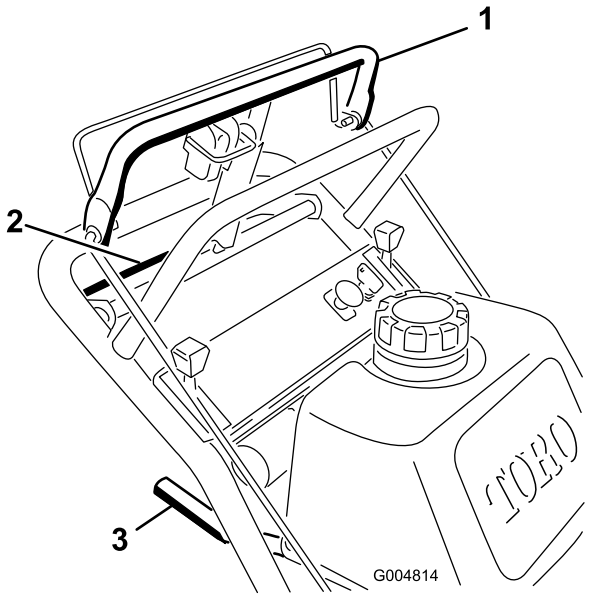
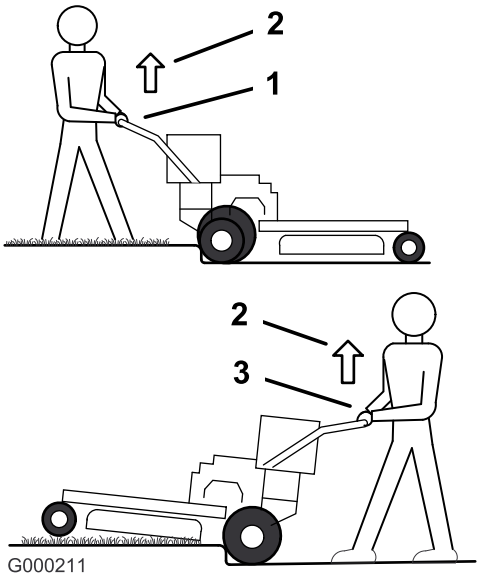

Figura 10
Figura 11
1. Para ir hacia adelante, mueva la palanca de cambio a una marcha hacia adelante (Figura 10).
3. Presione lentamente la barra de control superior para ir hacia adelante (Figura 10).
Para ir en línea recta, aplique la misma presión a ambos extremos de la barra de control superior (Figura 10).
Para girar, libere la barra de control superior en el sentido en que desea girar (Figura 10).
3. Apriete lentamente la barra de control inferior y el manillar para ir hacia atrás (Figura 10).
3. Haga avanzar la máquina hasta que las ruedas giratorias toquen el bordillo (Figura 11).
4. Levante la parte delantera de la máquina empujando hacia abajo en el manillar (Figura 11).
5. Haga avanzar la máquina hasta que las ruedas de tracción toquen el bordillo (Figura 11).
6. Baje la parte delantera de la máquina (Figura 11).
7. Al mismo tiempo, engrane la barra de control inferior y levante el manillar para pasar el bordillo (Figura 10 y Figura 11).
3. Haga retroceder la máquina hasta que las ruedas de tracción toquen el bordillo (Figura 11).
4. Al mismo tiempo, engrane la barra de control inferior y levante el manillar inferior (Figura 10 y Figura 11).